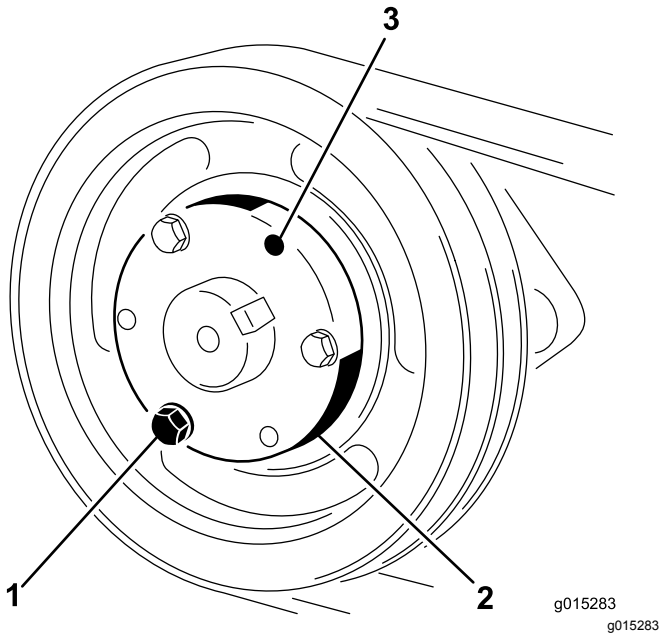

Figur 26
1. Ta bort en skruv och låsbricka i taget och skruva fast dem i de intilliggande hålen (Figur 26).